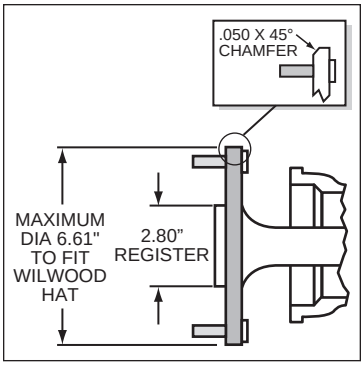

Figure 3. Axle Flange Maximum Dimension
- Axle center register diameter is 2.80”, Figure 3. This kit uses Wilwood’s removable center register adapters. Rotors can either be centered on the axle register, i.e. *register-centric* or centered on the wheel studs, i.e. *stud-centric.* Due to variations in wheel stud final diameters, *register-centric* centering can be a more accurate method of centering the rotor to the axle. Wilwood offers various diameter adapters for purchase in addition to the ones supplied in this kit, see Table 1.
- Maximum axle flange diameter must be no larger than 6.61” w/.050” x 45° chamfer, Figure 3.